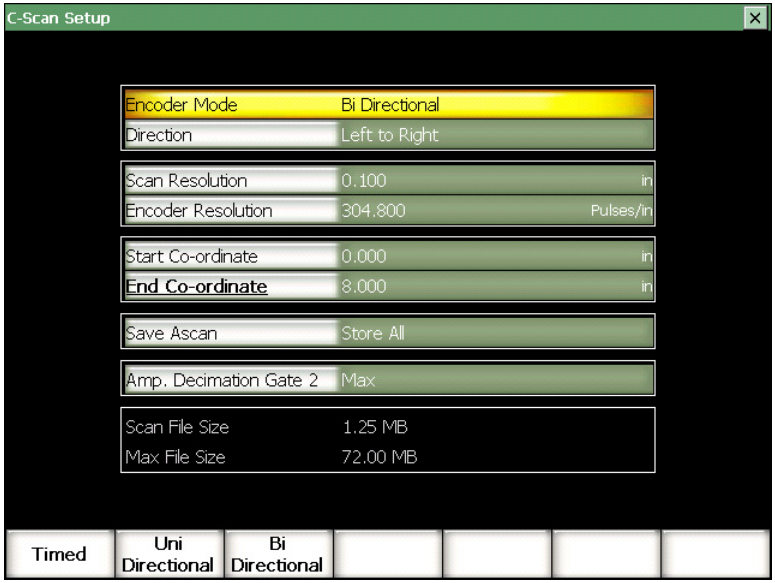

Figure 18-20 The C-scan Setup page
2. Select **C Scan > Setup** to enter the setup page (see Figure 18-20 on page 456).